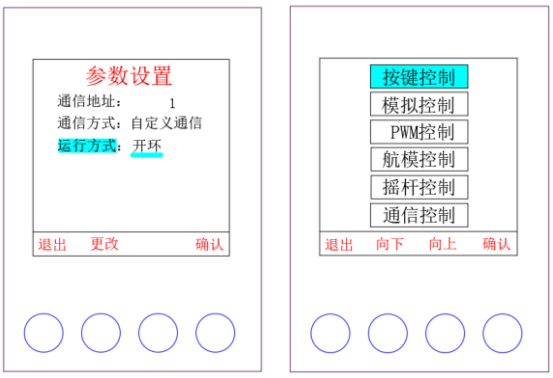

图 6.5 按键开环控制的运行模式和控制方式选择界面
- 运行模式可通过按键操作进入参数设置界面进行切换。如图 6.5。
- 控制方式可通过按键操作进入模式选择界面进行切换。如图 6.5。